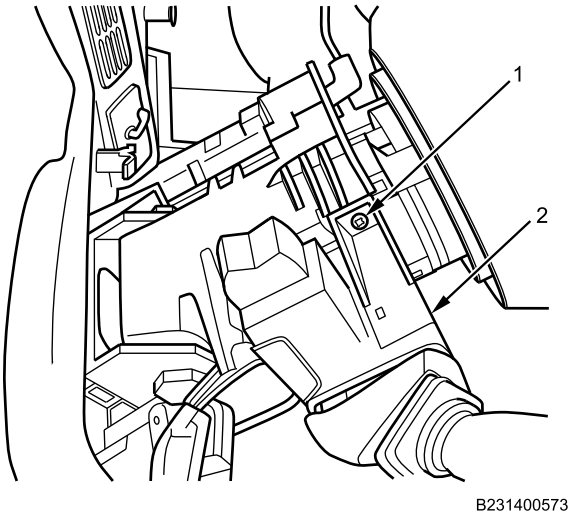

Figure 3. Turn Signal Switch, Upper.
3. Remove upper turn signal switch mounting screw (Figure 3, Item 1) and remove switch (Figure 3, Item 2).